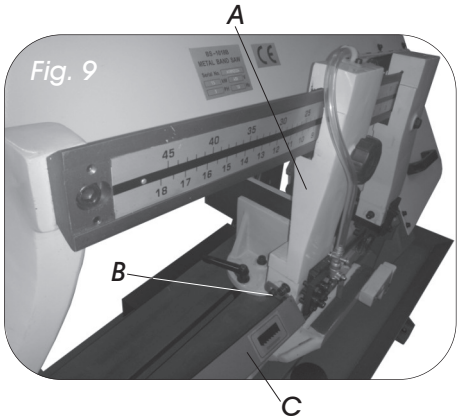

Fig. 9
- Slide the left blade guard arm (Fig. 9, A) to the right.
- Take the two cap head bolts (Fig. 9, B) out and remove the adjustable blade guard bracket (Fig. 9, C).